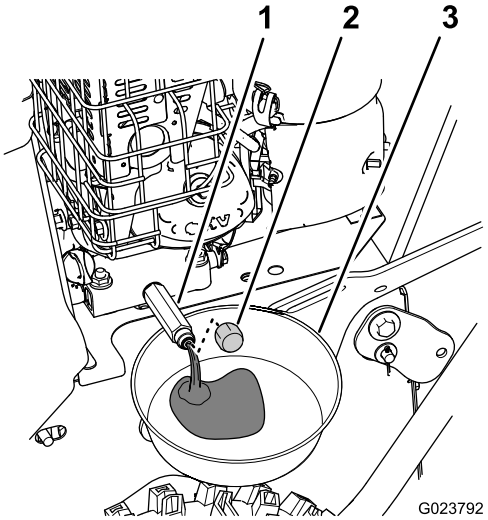

Bild 26
1. Stellen Sie eine Auffangwanne unter das Ablassanschlussstück und nehmen den Ölablassdeckel ab (Bild 26).